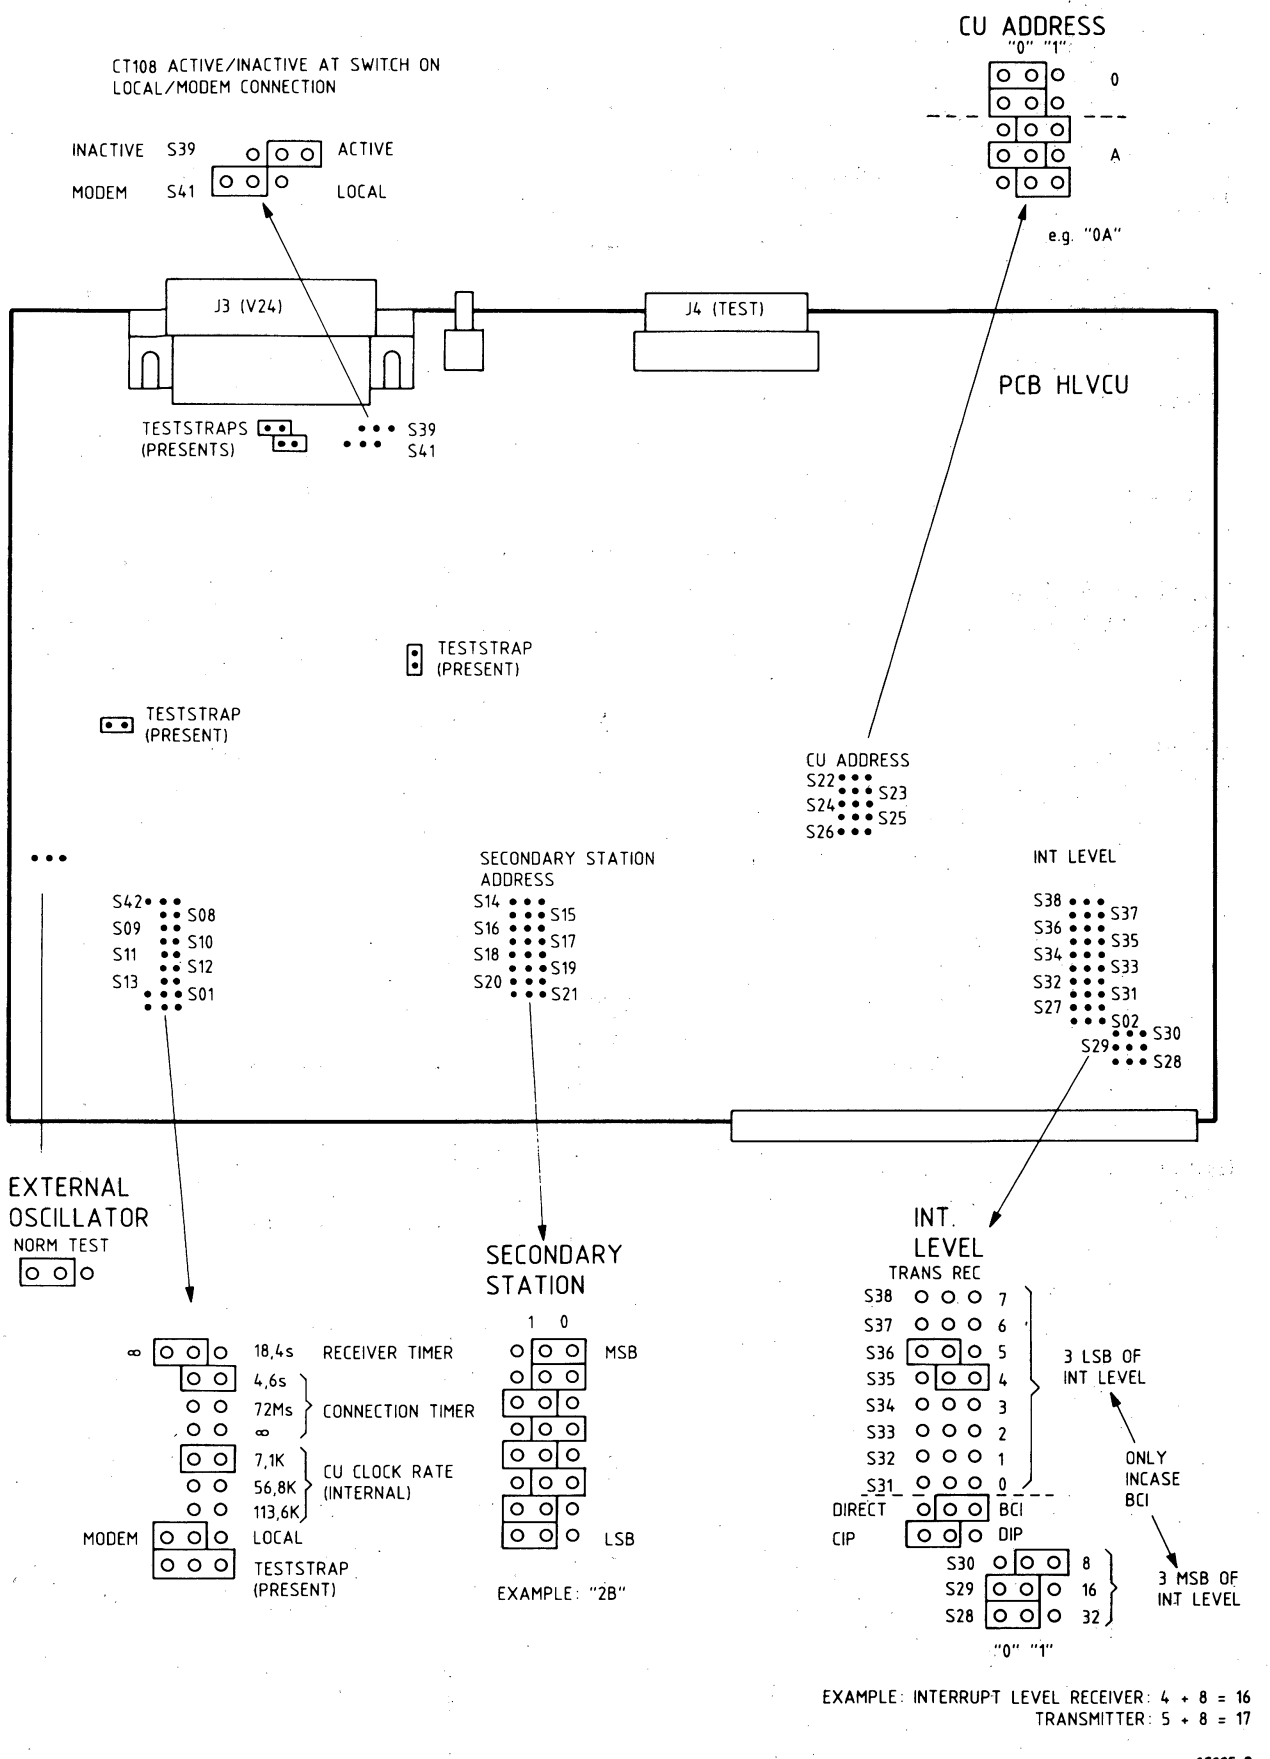

Figure 23.1 STRAP SETTING HLVCUZ
23.3.1 STRAP SETTING (Figure 23.1)